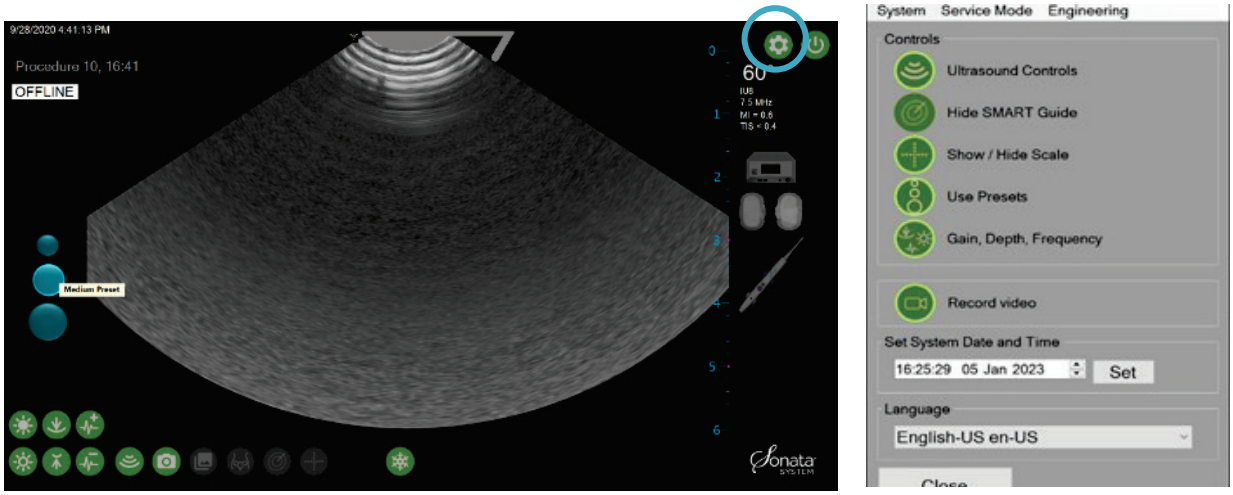

Figure 6-3. Customization is available through the Preferences window.
- Click on the Preferences icon in the upper right-hand corner of the ultrasound display screen to display the Preferences menu, see Figure 6-3.